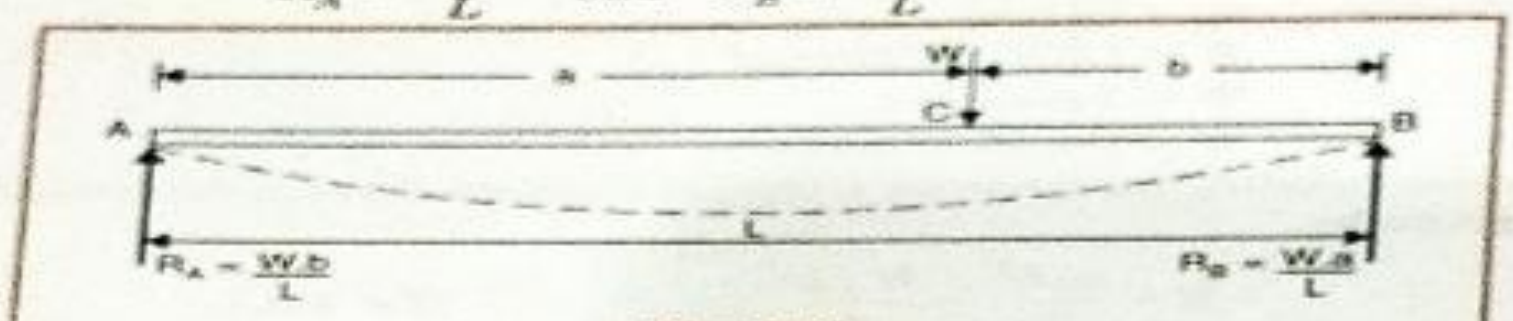

Fig. 12.7
12.7.1. Deflection of a Simply Supported Beam with an Eccentric Point Load. A simply supported beam AB of length L and carrying a point load W at a distance 'a' from left support and at a distance 'b' from right support is shown in Fig. 12.7. The reactions at A and B are given by,